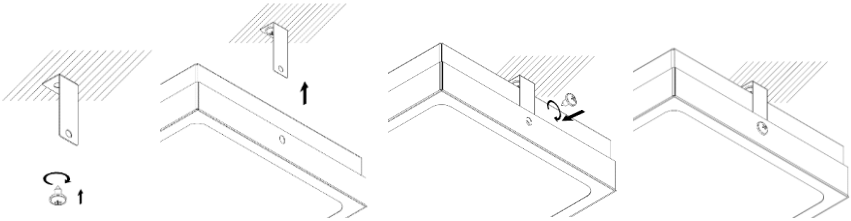

Рисунок 5.
5.4.1. При помощи тонкой отвертки либо другого подходящего подручного инструмента аккуратно извлеките три пластиковые заклепки из съемной боковой крышки. Снимите крышку и извлеките рассеиватель (Рисунок 5, а).